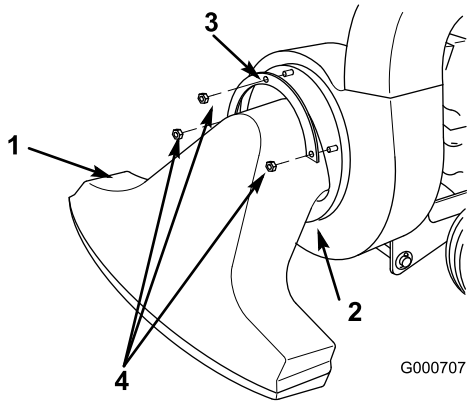

Figuur 20
2. Verwijder de borgmoeren, ringen en borgflens waarmee de zuigkop is bevestigd, en verwijder de zuigkop (Figuur 20).